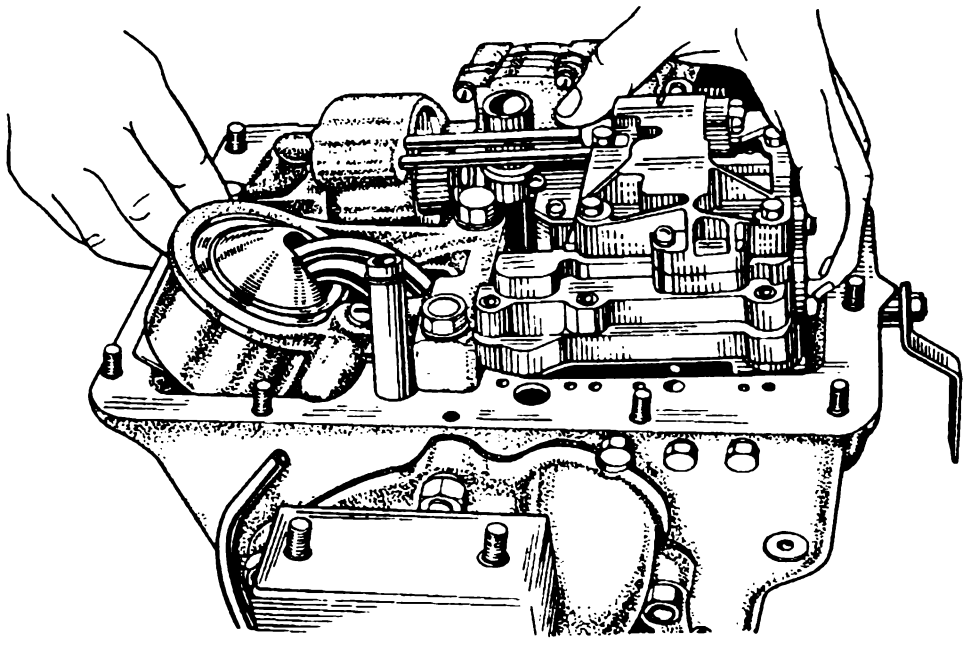

Рис. 93. Снятие регулятора переключения
14. Приподнимите регулятор переключения над нижней плоскостью коробки передач и снимите его с трубок цилиндра переднего тормоза (рис. 93).